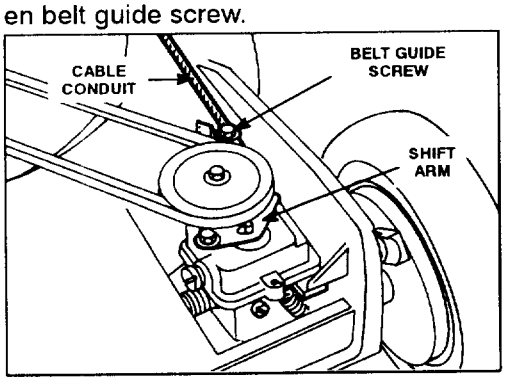

Figure 22
3. ADJUSTMENT (Fig. 22)—Loosen belt guide screw until cable conduit slides. Move handle–mounted wheel drive control to (N) position. Move shift arm toward clamp screw and hold in place. Pull cable conduit to remove slack and tighten belt guide screw.